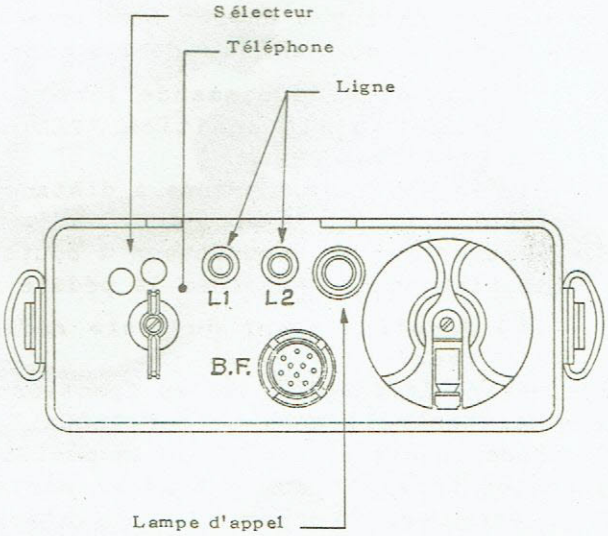

Fig. 23 - Commandes de la boîte de commande à distance C-433/GRC.
2)- Sur la boîte de commande à distance (figure 23), placer le commutateur "SELECTOR" sur la position "TEL",